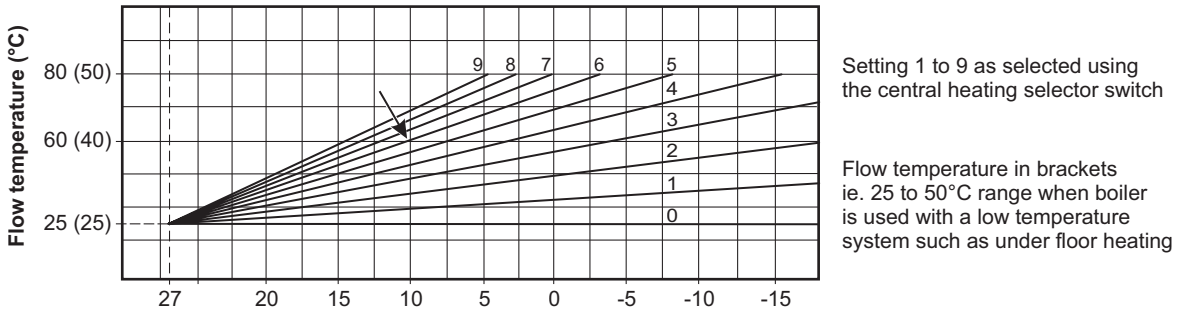

Fig. 2 - External weather compensation sensor fitted
When an external weather sensor is fitted, the central heating control knob (item 5 in Fig. 1) will no longer adjust the flow temperature in °C, instead the display will show a scale of 1 to 9. Each number corresponds to a line on the graph in Fig 2 i.e. line 6 will give a flow temperature of 60°C when the external temperature is 10°C.